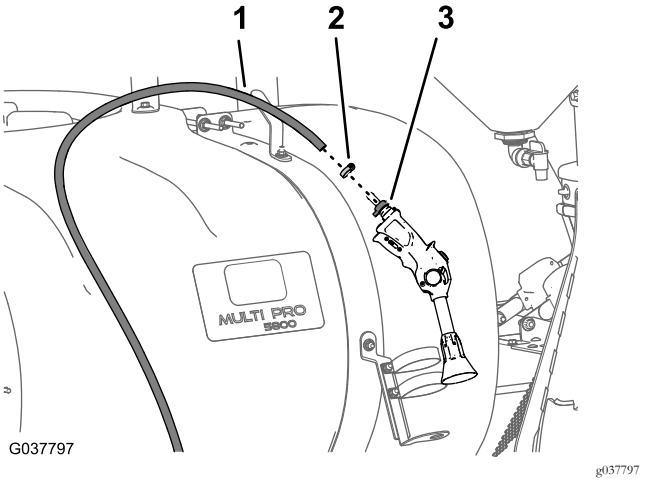

Figura 96
5. Monte el acoplamiento dentado de la pistola de fumigación que retiró en el paso Retirada de la pistola de fumigación de la manguera de alimentación (página 19) en la manguera de alimentación con una abrazadera (Figura 96).